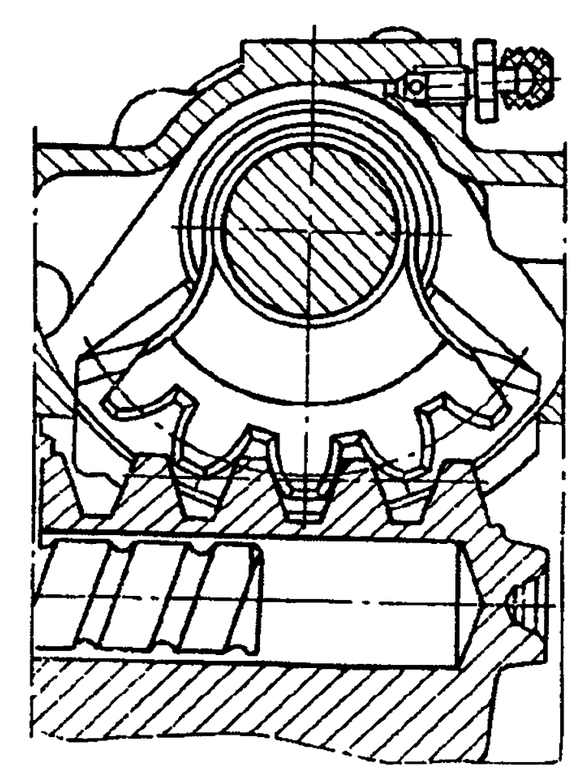

Рис. 273. Установка вала сошки
60. Поршень *36* установите в среднее положение, вставьте в картер *25* боковую крышку *14* в сборе с валом *22* сошки так, чтобы средний зуб сектора вала сошки вошел во вторую впадину поршня (рис. 273), и закрепите крышку болтами *12* (см. рис. 254) с шайбами.	Ключ 17 мм